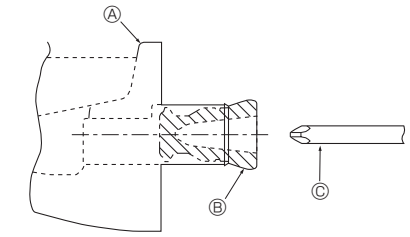

Fig. 5-1
- Vergewissern, daß in die Rohrleitung auf der linken Seite der Gummistopfen in den Auslauf rechts eingesetzt ist. (Fig. 5-1)